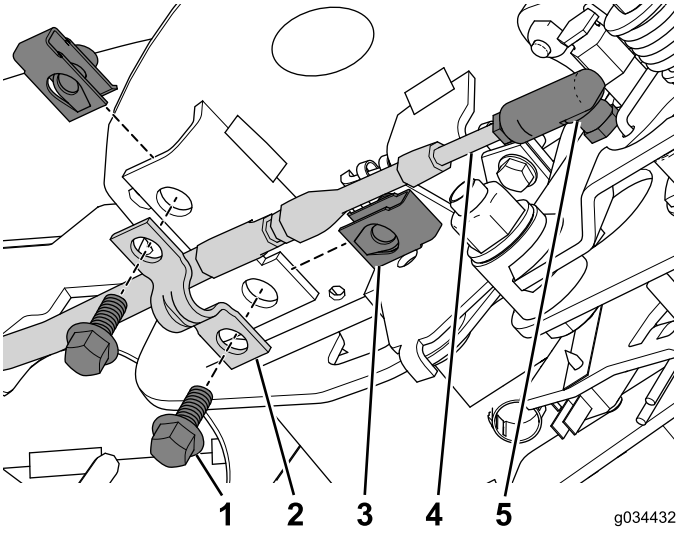

Bild 25
3. Schließen Sie den Zug für die arretierte Neutral-Stellung am Zuganschluss an (Bild 25).
4. Bringen Sie die Befestigungsmutter am Bedienfeld an (Bild 25).
5. Befestigen Sie den Zug mit der Kabelklemme mit den zwei Schrauben (1/4" x 5/8") am Bedienfeld (Bild 25).